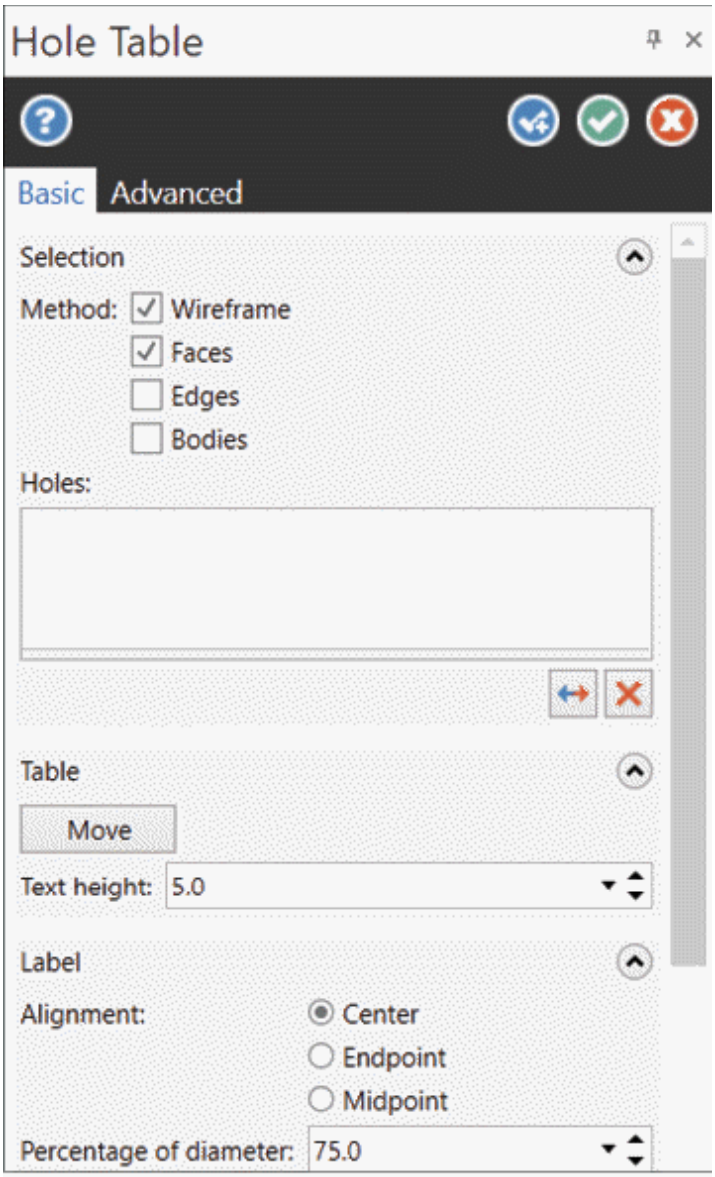

Figure-26. Hole Table Manager
- Click on the **Hole Table** tool from the **Annotate** group of **Drafting** tab in the **Ribbon**. The **Hole Table Manager** will be displayed; refer to Figure-26.